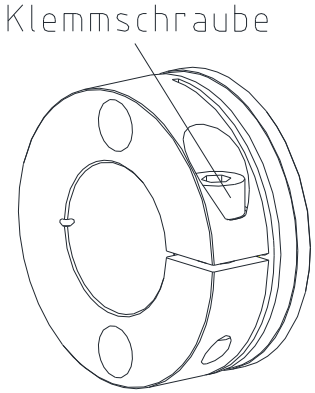

Bild 17: Montage Klemmnabe
- Die Klemmschrauben (Bauteil 5) leicht lösen (siehe Bild 17).